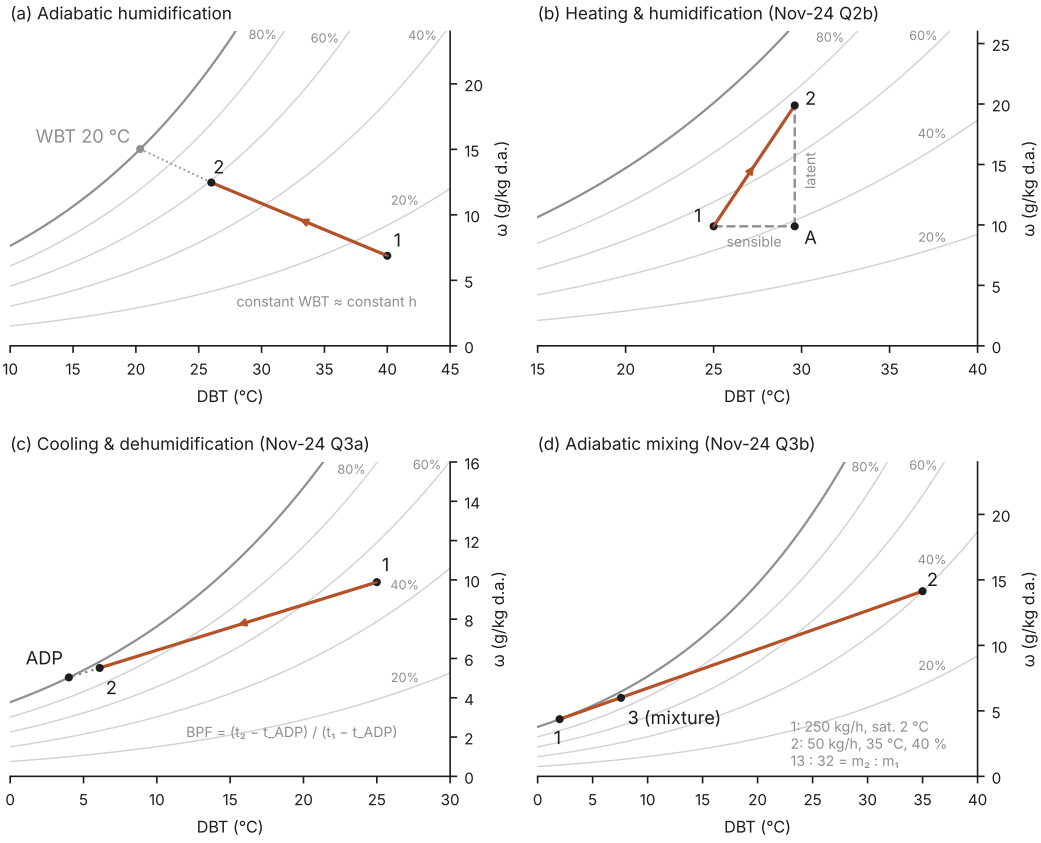

Fig. 1 — Psychrometric processes. Panel (a): adiabatic humidification 1→2 along the constant-WBT line. Panels (b)–(d) are the processes in Q2(b), Q3(a), Q3(b).
SPLIT THE PROCESS THROUGH POINT A ($T_A = T_2$, $\Omega_A = \Omega_1$), FIG. 1(B)
Process. DPT of the inlet air = $t_{sat}(1.585\ \text{kPa}) = 13.9\,^\circ\text{C}$. The spray water at 4 °C is **below the dew point**, so the air is **cooled and dehumidified**: DBT, ω, h and DPT all fall. The water temperature acts as the apparatus dew point (ADP = 4 °C), Fig. 1(c).